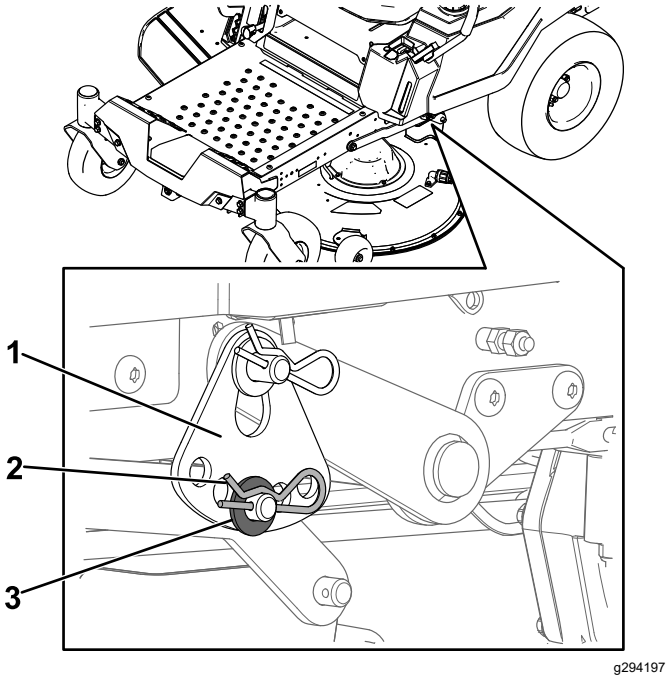

**Figure 70**
6. Remove the hairpin cotter and washer from the lower lift-arm pin (Figure 70).